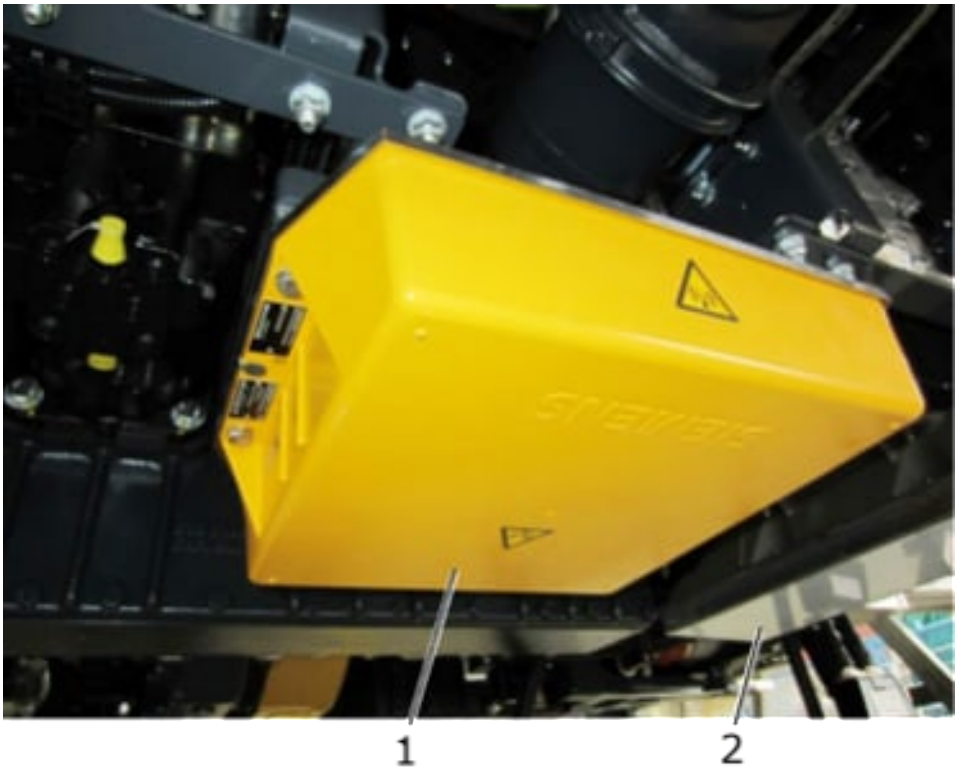

Fig. 42: Antenna balise
L'antenna balise, cfr. Fig. 42 (1), riceve le informazioni dalla linea attrezzata con Euroloop e boe posizionate lungo i binari.